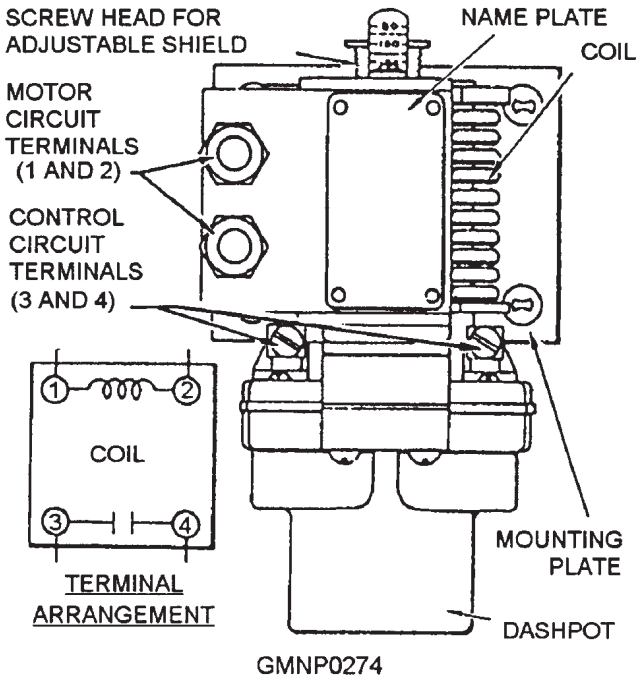

**Figure 5-12.—Overload relay.**
**OVERLOAD RELAY**.—The overload relay (fig. 5-12) consists of a coil, a plunger, a dashpot, and a pair of switch contacts. The plunger is attached to a disk suspended in an oil-filled chamber (dashpot). The coil connects in series with an associated 440-volt motor supply circuit and the switch contacts are in a 115-volt start-and-run circuit for the motor.